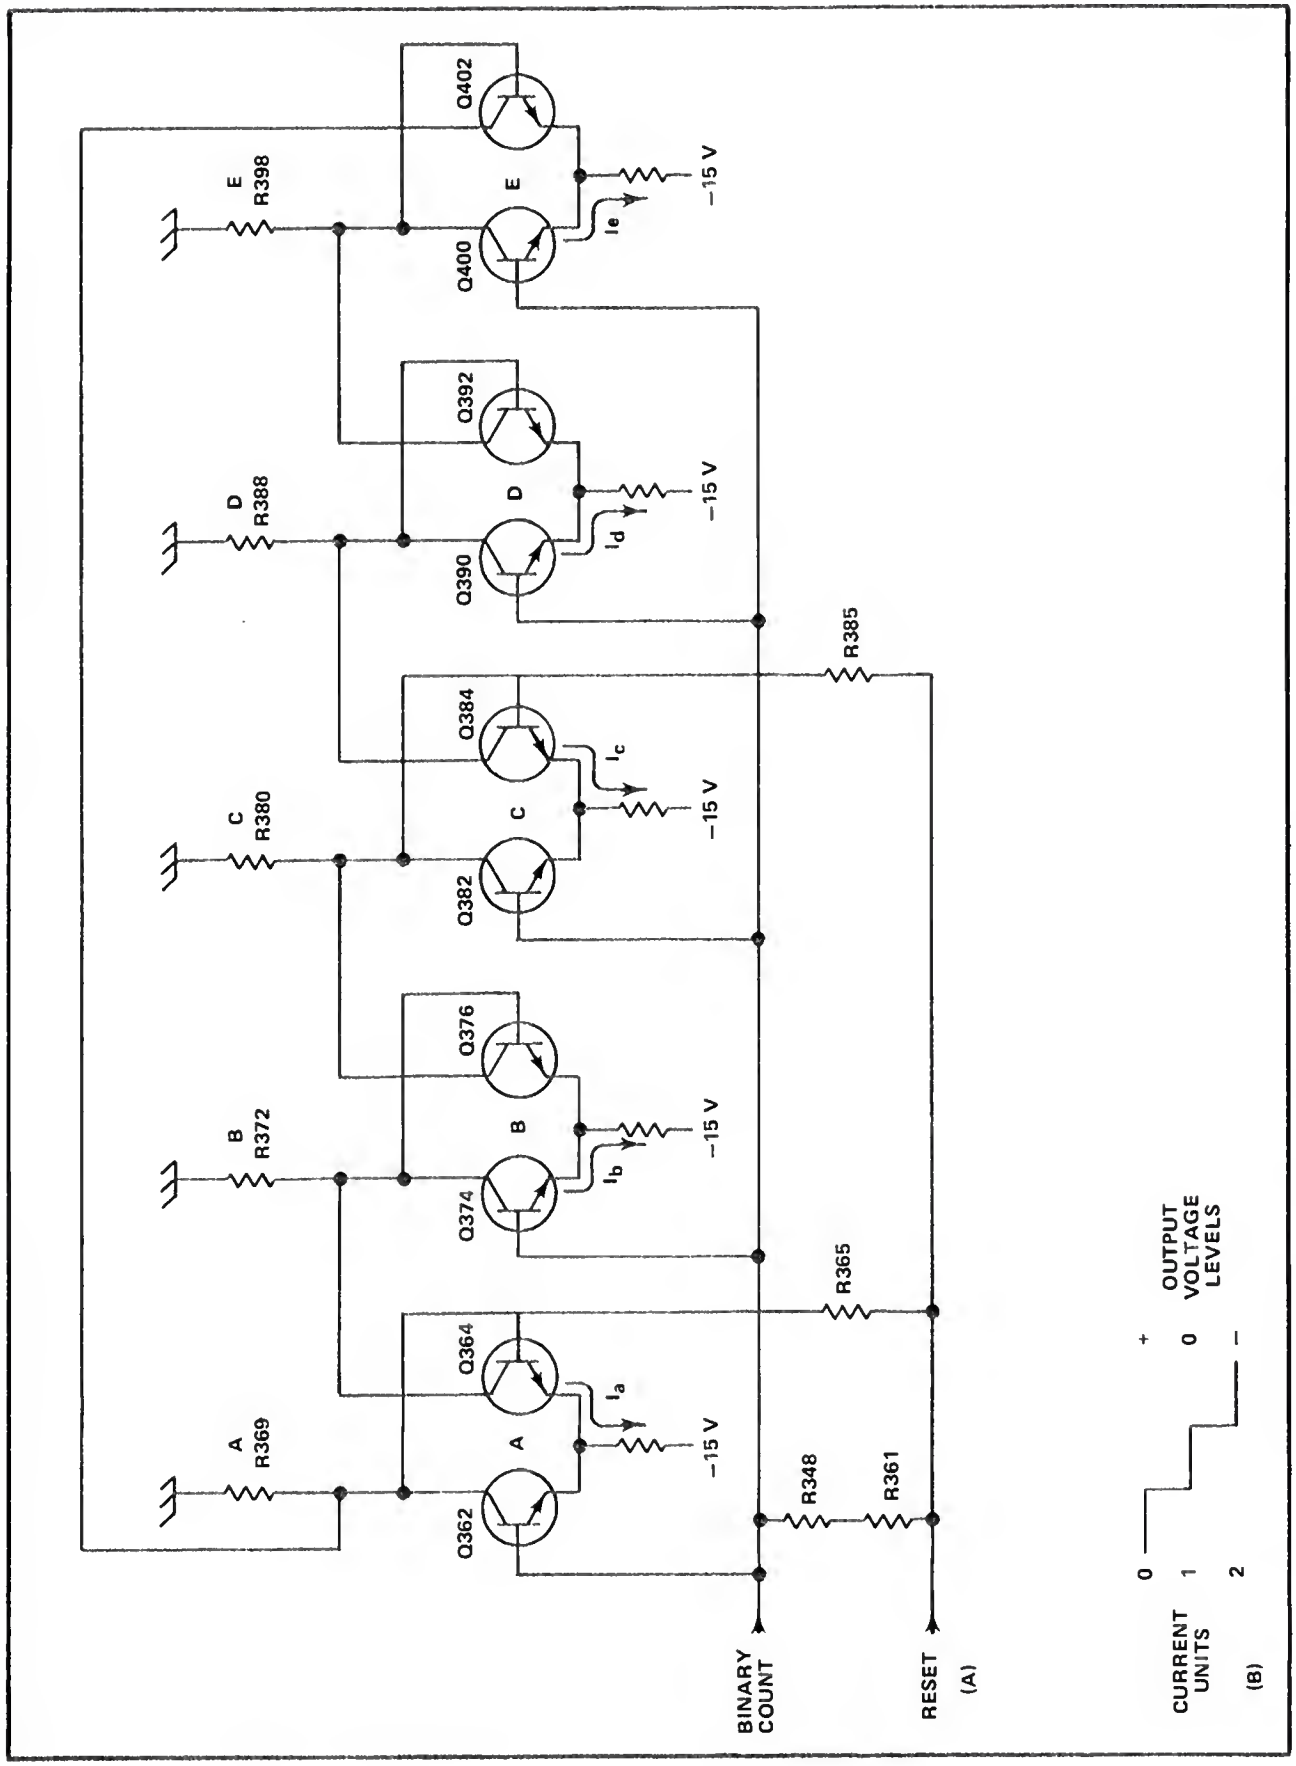

Fig. 3-6. (A) Quinary Counter simplified schematic diagram. (B) Multivibrator current units/output voltage levels chart.
A simplified diagram of the Quinary Counter is shown in Fig. 3-6(A). Each multi is made up of two transistors. The multis are identified in Fig. 3-6(A) as multi A, Q362-Q364; B, Q374-Q376; C, Q382-Q384; D, Q390-Q392; and E, Q400-Q402. The output load resistor is shown above the left transistor of each multi. The left transistor in each multi receives the Binary Count input.
In each multi, the emitter-resistor current (e.g., I_a) will flow through the transistor which has the more positive base level. The current through a multi load resistor is determined by the state of the corresponding multi and the preceding one. Therefore, the load resistor current can be at one of three levels; and, this will result in one of three voltage levels dropped across the load resistor. For example, the voltage dropped across load resistor B may be due to one current unit (I_a or I_b), two current units ($I_a + I_b$), or zero. The voltage levels resulting from zero, one, and two current units through a load resistor are represented in Fig. 3-6(B); and, are labelled +, 0, and − respectively.
The reset, or zero-count, state of each multi is shown in Fig. 3-6(A) by the direction of the arrow representing emitter-resistor current. The resultant voltage dropped across each load resistor is A, +; B, −; C, +; D, −; and E, 0. The multi output voltage is applied to the base of the right transistor through a zener diode. The zener diode lowers the base voltage level; however, the relative voltage level between the right transistor bases remains the same.